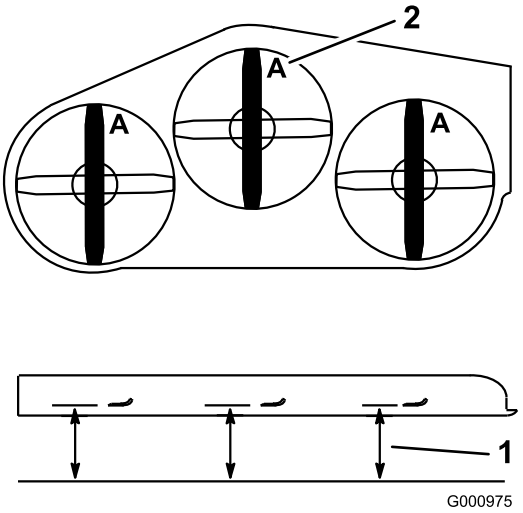

Figur 91
3. Roter knivene til endene vender fremover og bakover (Figur 91). Mål fra en jevn overflate til kniveggen, posisjon **A**, på kniven (Figur 91). Merk deg dette målet.